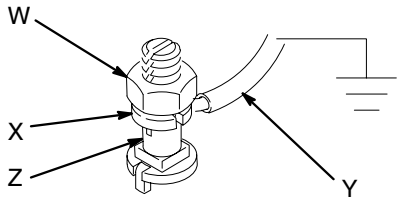

Fig. 2
Bulldog Pumps: Use a ground wire and clamp as shown in Fig. 2. Loosen the grounding lug locknut (W) and washer (X). Insert one end of a 12 ga (1.5 mm^2) minimum ground wire (Y) into the slot in lug (Z) and tighten the locknut securely. Connect the other end of the wire to a true earth ground. Order Part No. 237569 Ground Wire and Clamp.